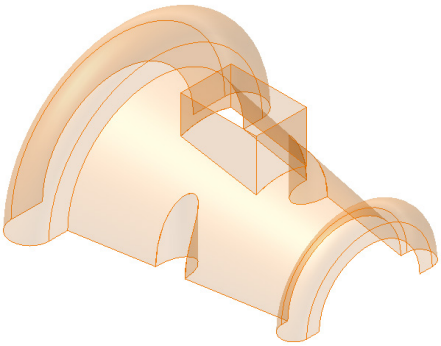

***Figure 18-63*** *Model after creating the lofted surface*
12. Turn off the visibility of the sketches. The model after creating the lofted surface is shown in Figure 18-63.